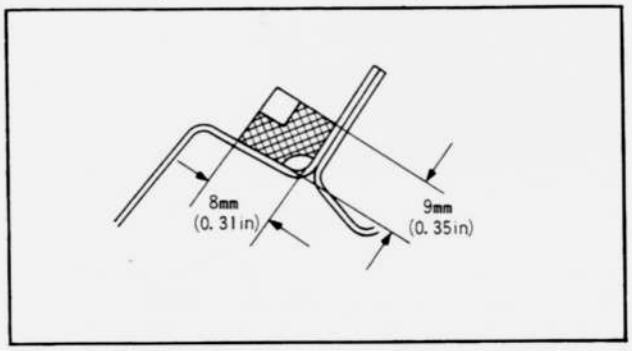

Fig. 14–11 A–A section of Fig. 14–10
5. Insert each clip to the clip insertion portion in the manner shown in Fig. 14–12.